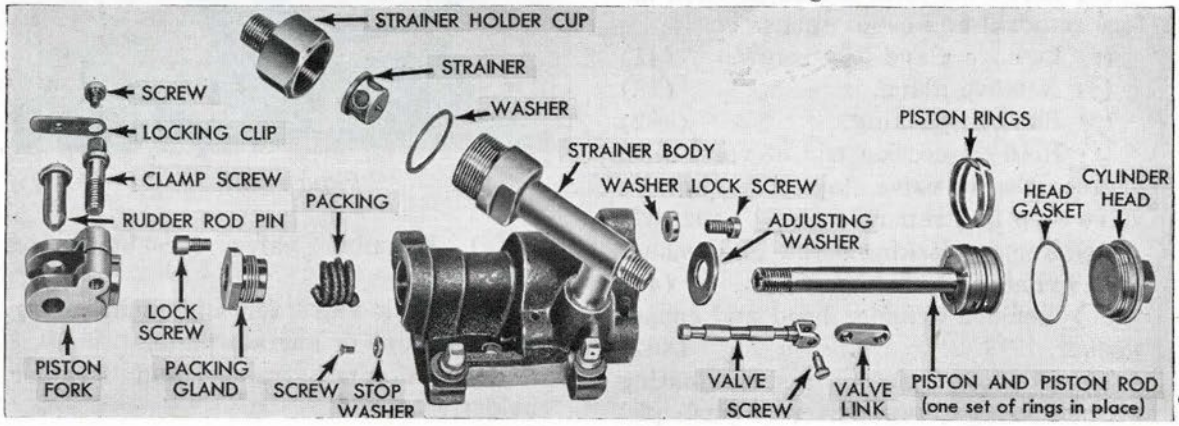

Figure 288
10. Assemble engine (Fig. 288):